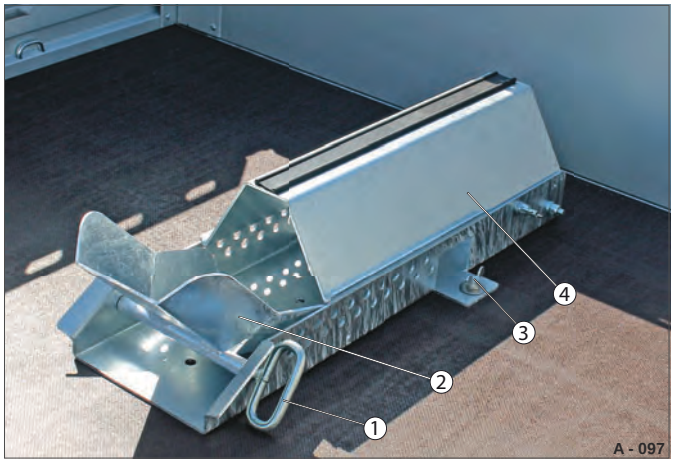
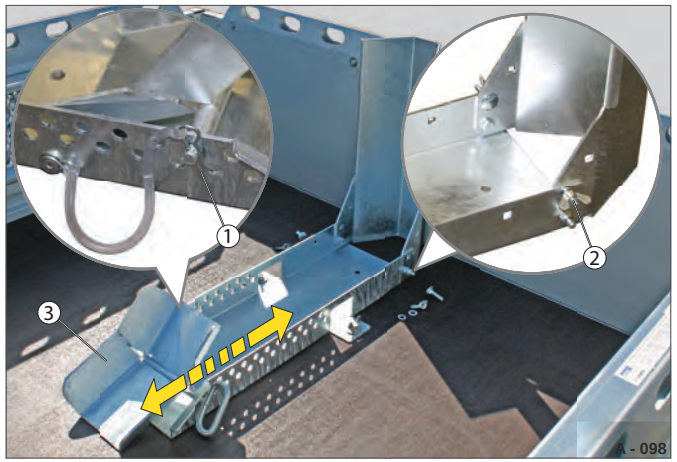

Fig. 99 Motorcykelstativ klappet sammen
Fig. 100 Motorcykelstativ opklappet / sikret
Motorcykelstativet kan eftermonteres / afmonteres. Fastgørelse udføres på ladet med gennemgående skruer og fløjmøtrikker (Fig. 99 /3).
▶ Frigør stoppladen (Fig. 99 /4), og klap den opad.
▶ Sørg for at sikre den ved hjælp af fløjmøtrikkerne (Fig. 100 /2).
▶ Indstil opkørselspladen (Fig. 100 /3) i overensstemmelse med motorcyklens hjulstørrelse - anbring den i de tilsvarende boringer.
▶ Sørg for at sikre opkørselspladen med bolten (Fig. 99 /1) og fjederstiften (Fig. 100 /1).